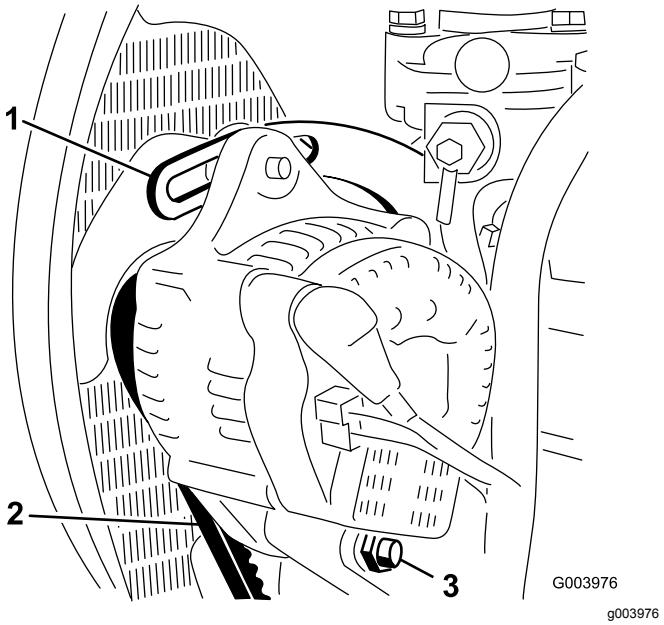

Figur 68
2. Kontroller generatorremmens tilspænding ved at trykke den ned (Figur 68) midt mellem generatoren og krumtapakslen med en belastning på 10 kg.
3. Løsn den bolt, der fastholder afstiveren til motoren (Figur 68), den bolt, der fastholder generatoren til afstiveren, og drejebolten.